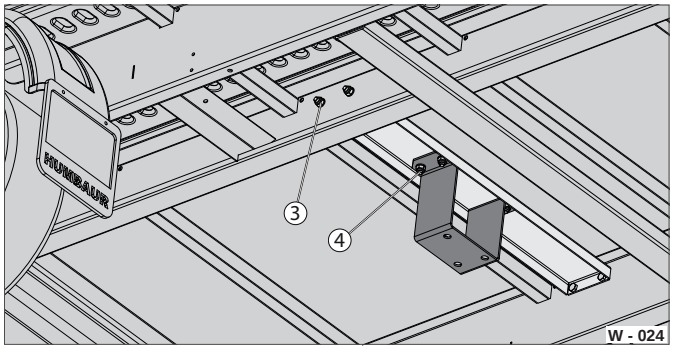

Fig. 24 Fastgørelse af reservehjulet
▶ Kontrollér, at skruesamlingerne (Fig. 24 /3) til reservehjulholderen (Fig. 24 /4) sidder fast.